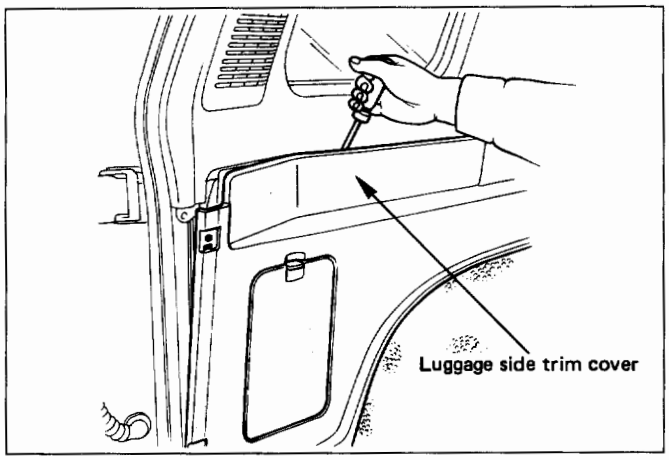

Fig. 10-101
- Remove rear side fixing screws and pry trim cover retainers free from the body panel and upper trim cover. (Fig. 10-101)